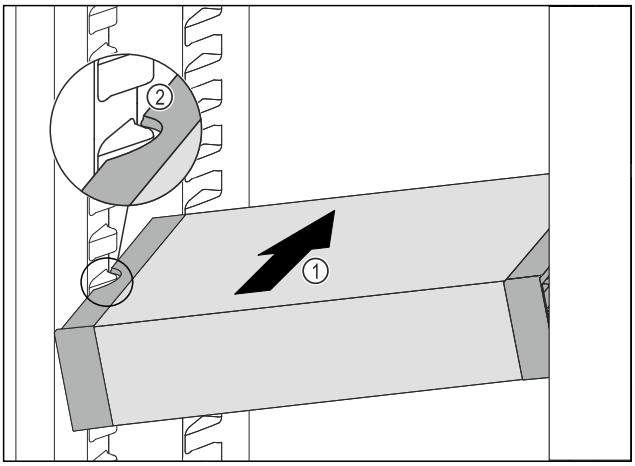

Fig. 171
▶ Insérer le VarioSafe en biais dans la partie réfrigérateur *Fig. 171 (1)* jusqu'à ce que les encoches latérales *Fig. 171 (2)* du VarioSafe se trouvent à la hauteur de la nervure du bac dans la partie réfrigérateur.